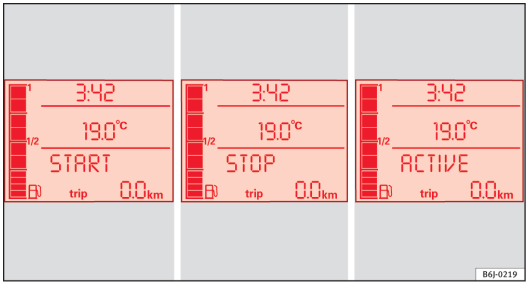

Fig. 113 Display on the instrument panel during Start-Stop function operation.
– The instrument panel display shows information about the status of the Start-Stop function ⇒ Fig. 113. ▶